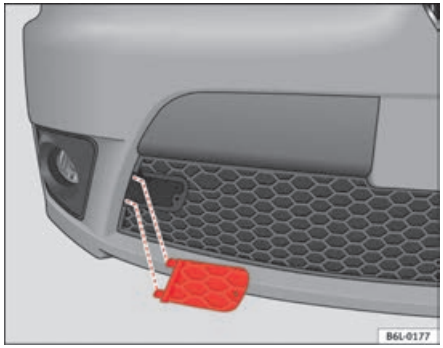

Fig. 174 Eye cover on the central lower grille
– Remove the cover by releasing the two side tabs at the same time ⇒ fig. 174. ■